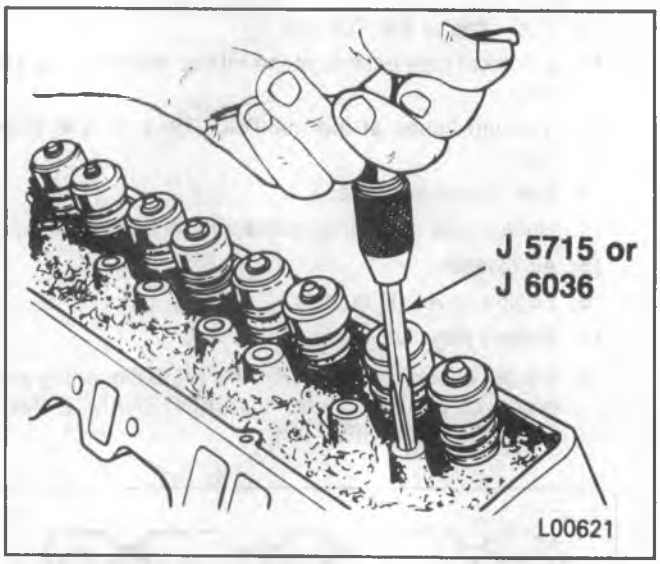

Figure 12—Reaming the Rocker Arm Stud Bore
- Place J 5802-01 over the rocker arm stud (figure 12).
- Turn the nut to remove the stud (figure 12).
Install or Connect (Figures 12 and 13)